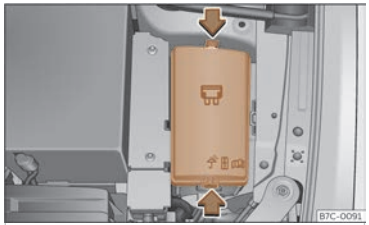

Fig. 196 En el vano motor: tapa de la caja de fusibles.
- Presione las pestañas de bloqueo para desbloquear la tapa de la caja de fusibles ››› fig. 196.